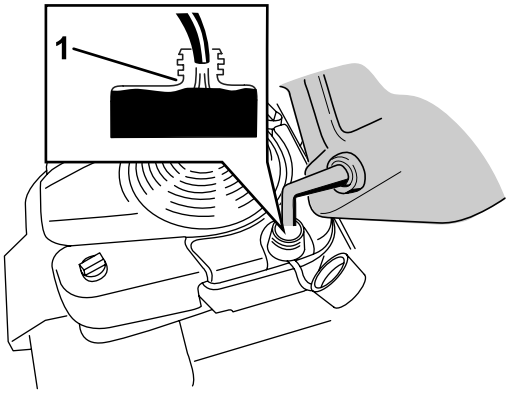

Figur 12
1. Rengör omkring tanklocket och avlägsna locket från tanken (Figur 12).